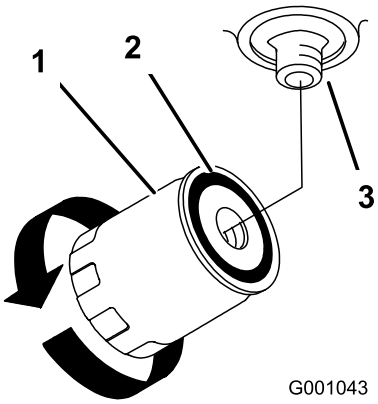

Figur 77
4. Ta bort det gamla filtret och torka av ytan på filteradapterns packning (Figur 77).
6. Sätt i det nya hydraulfiltret i filteradaptern. Vrid oljefiltret medsols tills gummipackningen kommer i kontakt med filteradaptern. Dra sedan åt filtret ytterligare ett halvt varv (Figur 77).